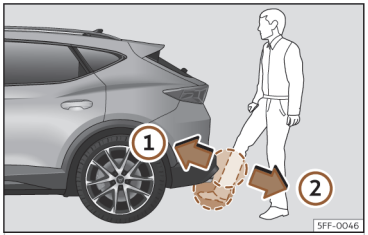

Abb. 78 Heckklappe mit sensorgesteuerter Öffnung (Easy Open).
- Mit einer schnellen Bewegung nähern Sie einen Fuß und unteren Beinteil so weit wie möglich dem Stoßfänger. Der untere Beinteil muss sich dem oberen Sensorbereich, und der Fuß dem unteren Sensorbereich nähern ››› **(Abb. 78)** ①.
- Entfernen Sie den Fuß und den unteren Beinteil mit einer schnellen Bewegung aus dem Sensorbereich ››› **(Abb. 78)** ②. Die Heckklappe öffnet sich selbsttätig.